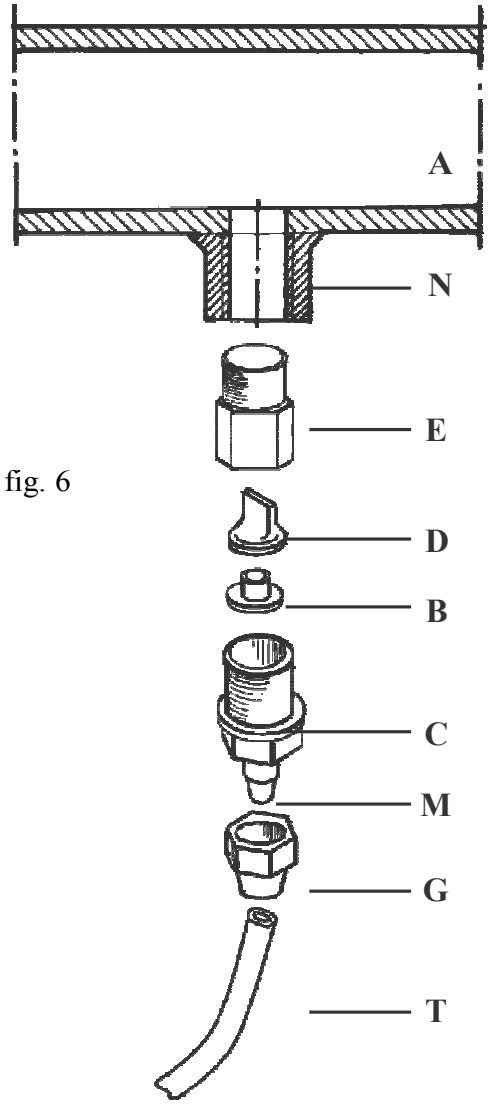

fig. 6
g. - Choisir le point d'injection le plus approprié sur la conduite de l'installation à traiter, et fixer un raccord 3/8" Gaz femelle. Ce raccord n'est pas compris dans la fourniture. Visser la canne d'injection dans le raccord en utilisant une garniture en PTFE (fig. 6). Raccorder le tube à l'embout conique de la canne d'injection et la bloquer avec l'écrou G. prévu . La canne d'injection est aussi un clapet anti-retour.
3.1 - SCHEMA DE MONTAGE DU CLAPET D'INJECTION (Fig. 6)